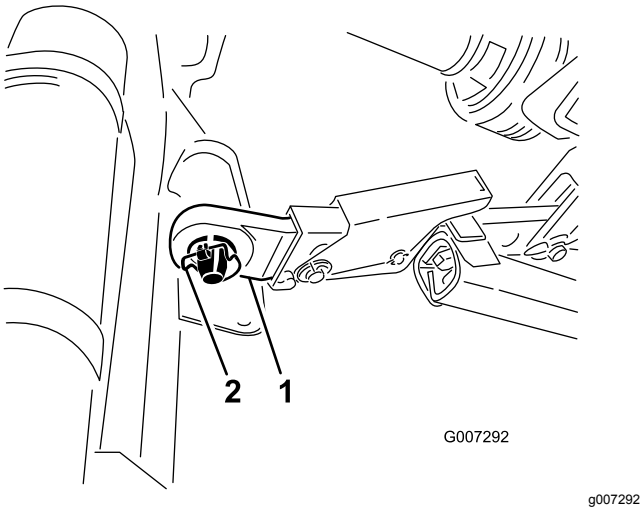

Figur 6
5. Sæt de nederste forbindelsesarme (højre og venstre) ind over koblingstapperne (Figur 6).
6. Fastgør de nederste forbindelsesarme til koblingstapperne med ringstifter (Figur 6).